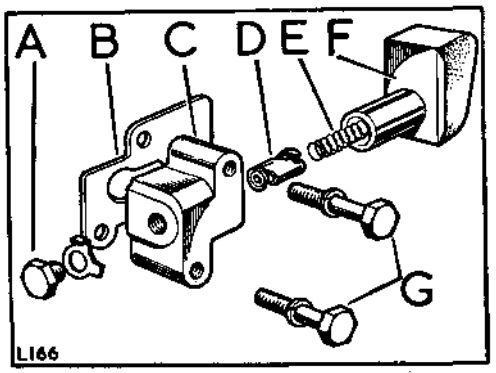

**Fig. A3-89. Tensioner arrangement**
4. Secure with the fixings, Fig. A3-89 refers.